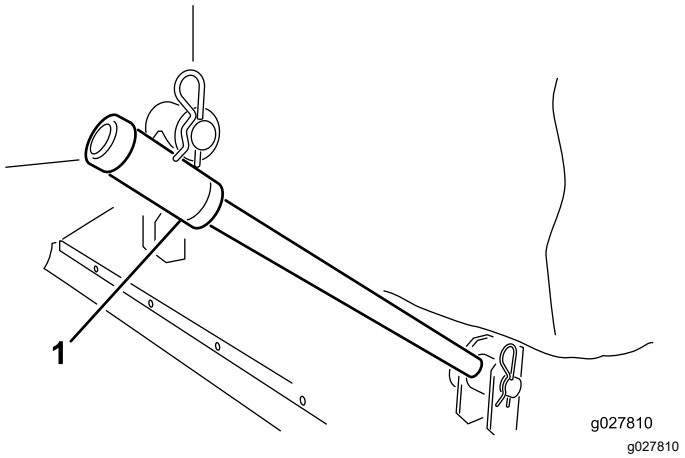

Figura 2
2. Deslize os braços de reboque para os pinos da estrutura. Fixe cada braço no pino de estrutura com uma anilha e um perno de gancho (Figura 2).